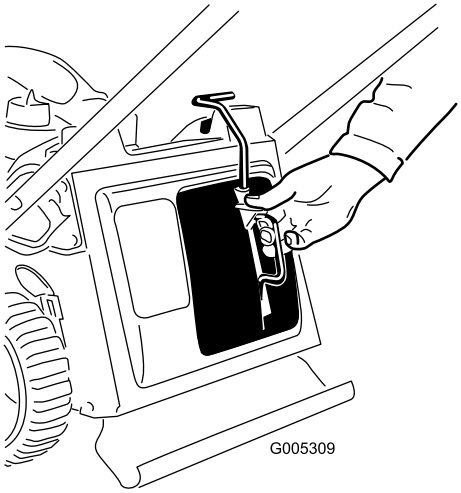

Figuur 27
1. Verwijder de recycleplug (Figuur 27).